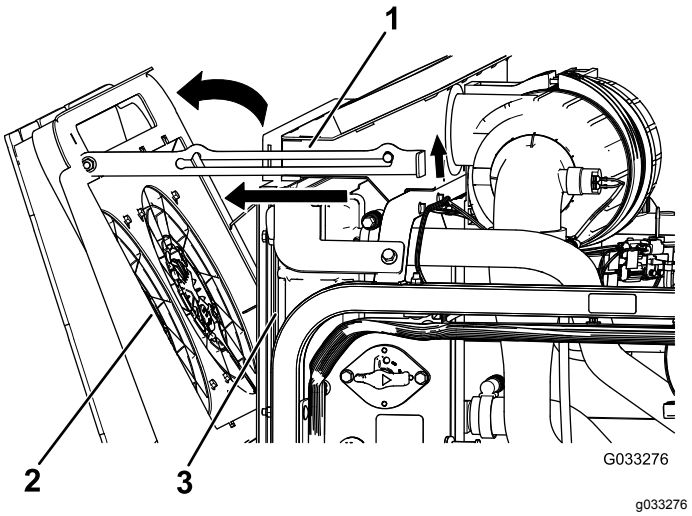

Figur 120
2. Sving motorens kjølevifter bakover av radiatoren og lås støttestangen i hakket (Figur 120).